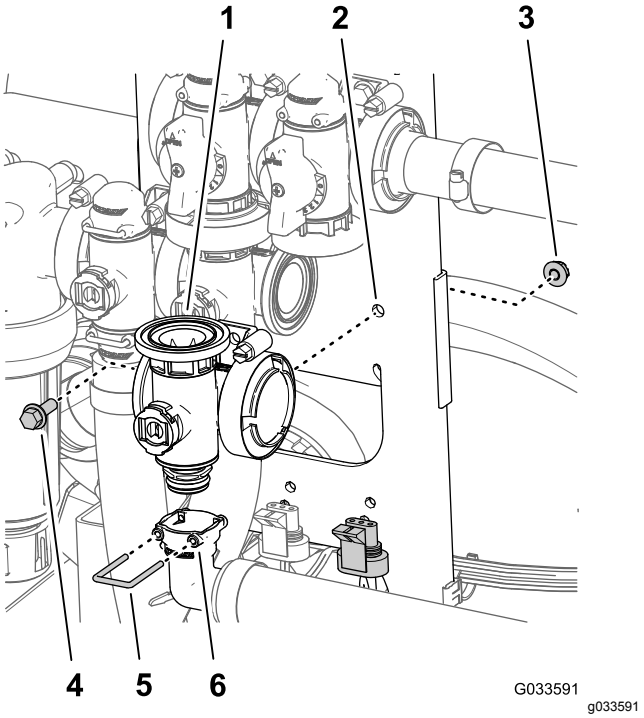

Figur 118
2. Afmonter den holder, der fastgør 90°-udgangsfittingen til hovedbomventilens manifoldkobling (Figur 118).
3. Afmonter flangehovedbolten (¼" x ¾") og flangelåsemøtrikken (¼"), der fastgør hovedbomventilen til ventilbeslaget, og afmonter ventilmanifolden fra maskinen (Figur 118).